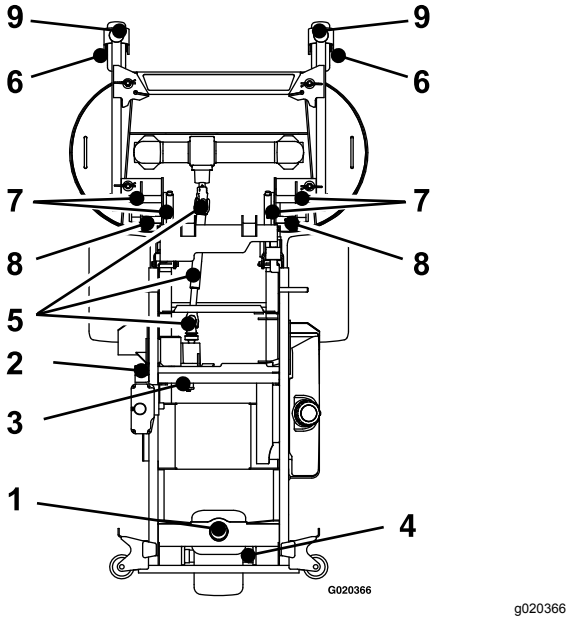

Figura 28
5. Lubrifique o braço intermédio da correia da bomba (Figura 28).